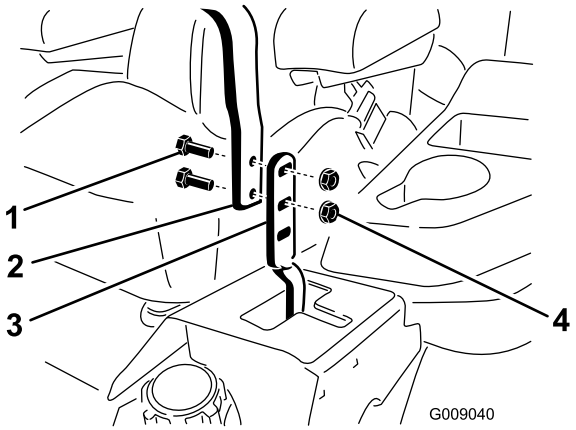

**Figur 77**
3. Løsn boltene og de flangemøtrikker, der er monteret i håndtagene (Figur 77).